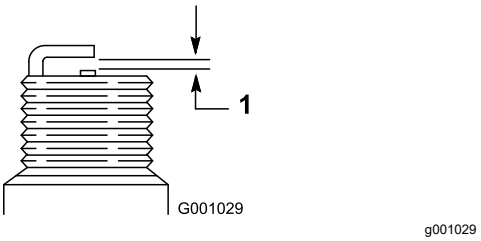

Rysunek 34
4. Odstęp między elektrodami w nowej świecy powinien wynosić 0,76 mm, zgodnie z Rysunek 34.